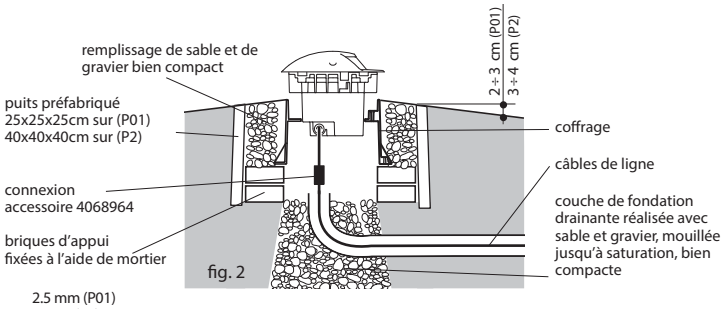

fig. 2
1) éviter de positionner l'appareil en dépression (fig.1) la où peuvent facilement se former des dépôts de poussière et des retenues d'eau. Figure 2